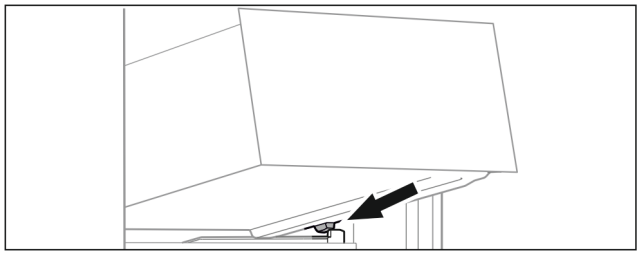

Fig. 85
▶ Place drawer at an angle behind the stoppers on the moulded rib. (see Fig. 85)